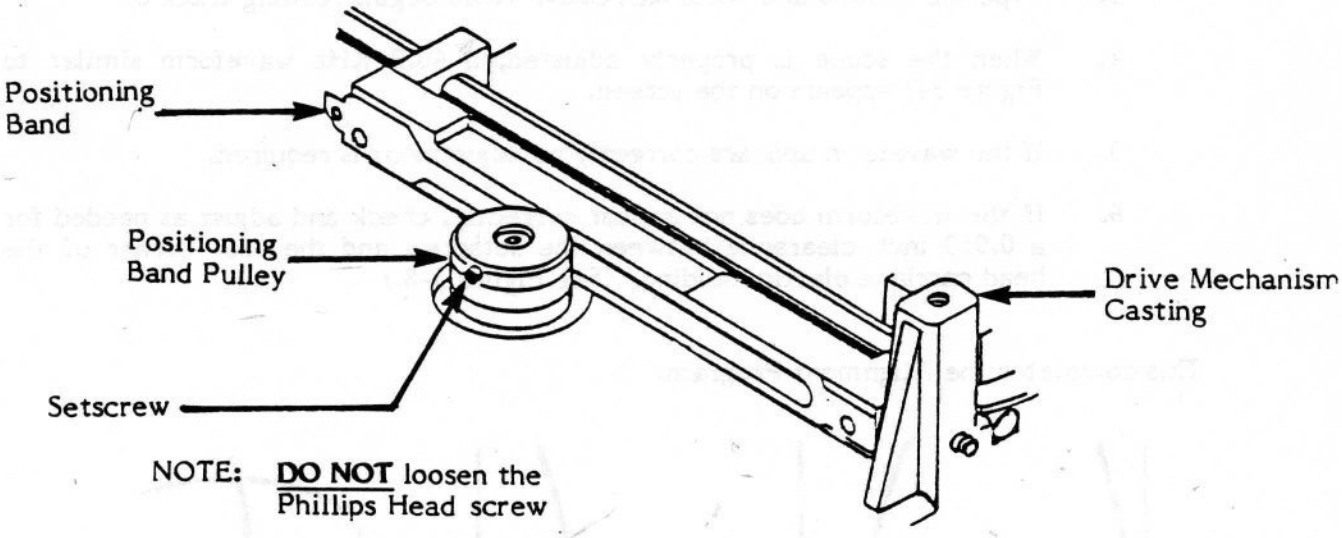

Figure 3-6. Setscrew Location
7. Loosen the Allen head setscrew holding the band pulley to the stepper motor shaft (See Figure 3-6). Note: To do this, **let drive cycle,** then loosen the allenhead setscrew.